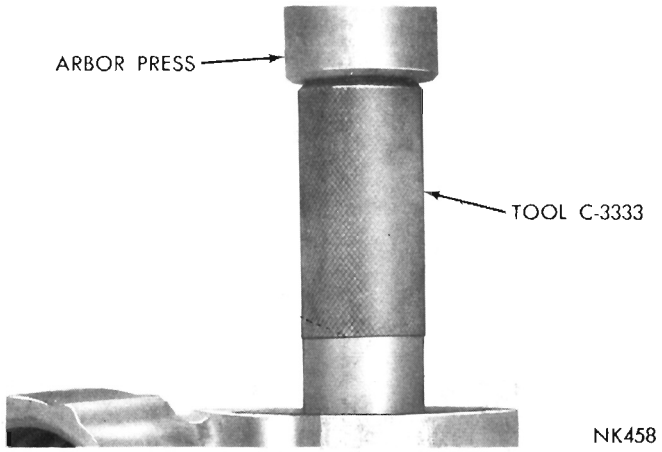

Fig. 9—Installing Inner Bearing
(20) Install inner needle bearing by placing bearing on Tool C-3875 with adapter ring for Satellite models and Tool C-3333 for Fury models (Fig. 9). Press bearing into inside end of housing bore flush with inside end of bore surface.